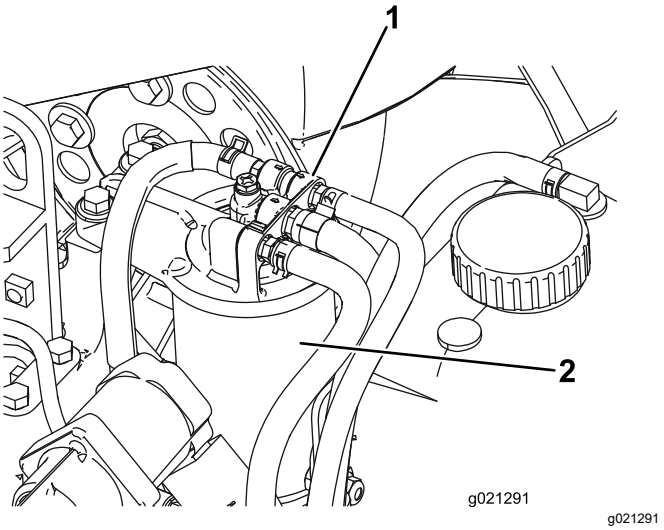

Figur 93
2. Rengjør området rundt motordrivstoff-filteret (Figur 93).
3. Fjern filteret og rengjør hodemonteringsoverflaten (Figur 93).